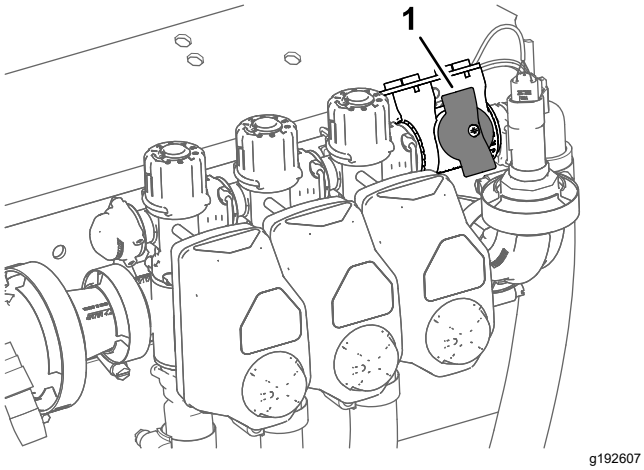

Figura 43
4. Para máquinas que se utilizan en el Modo de caudal de aplicación, asegúrese de que el mando de la válvula de cierre del circuito de desvío está en la posición de cerrado (Figura 43).
5. Para máquinas que se utilizan en el Modo de caudal de aplicación, asegúrese de que la válvula de cierre del circuito de desvío está cerrada (Figura 43).